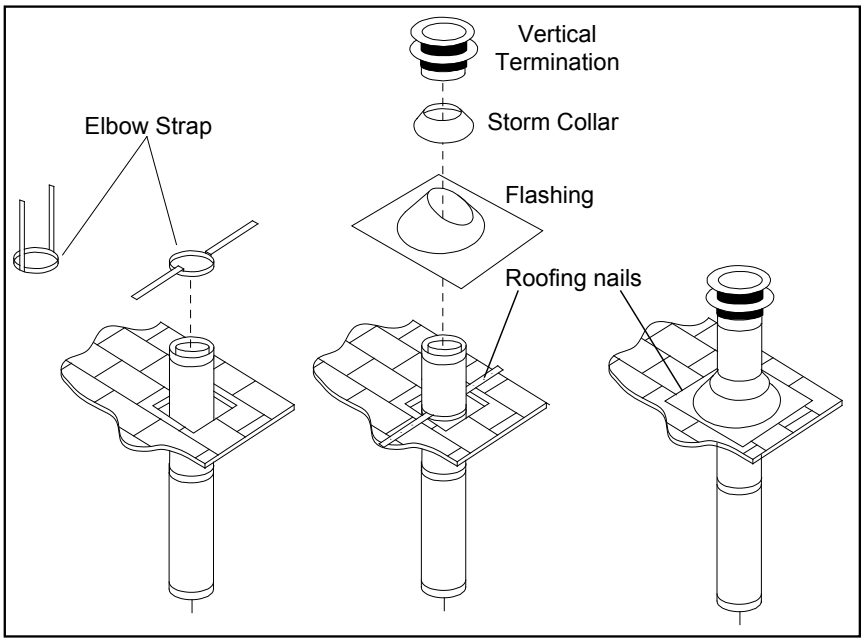

Figure 30. Vertical Vent Termination
STEP 6. Once the pipe sections have been joined, and run up through the hole in the roof, slip an elbow strap over the exposed sections, bend the support straps outwards, and push the elbow strap down to the roof level, as shown in Figure 30. Tighten the clamp around the pipe section. Use a level to make sure the pipe is truly vertical. With roofing nails, secure the support straps to the roof. Seal the nails holes heads with non-hardening mastic. Trim the excess length of the support straps that extend out beyond the edge of the flashing.
STEP 9. Slip the storm collar over the pipe, and push it down to the top of the roof flashing as shown in Figure 30. Use the non-hardening sealant around the joint between the pipe and the storm collar.